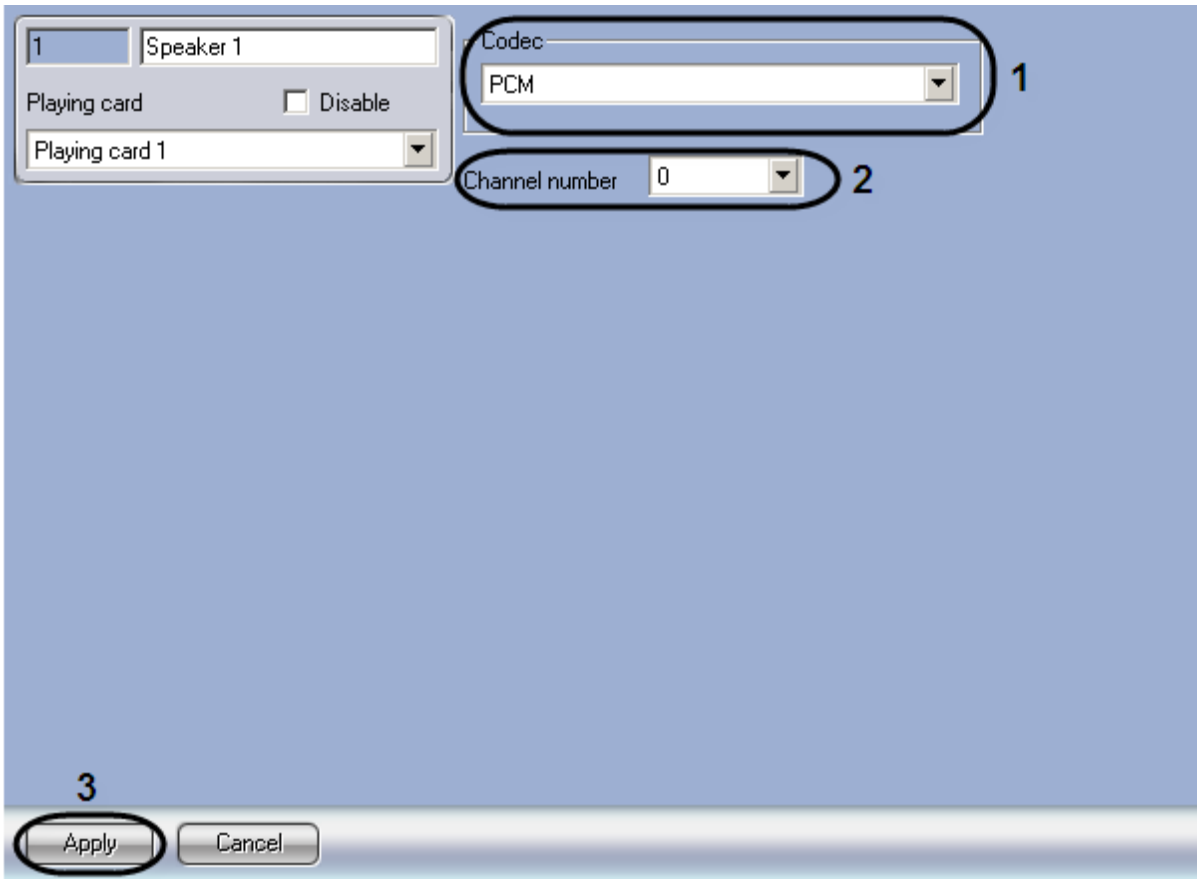

Figure 8.8-16. Setup of the «Speaker» object
1. Go to the setting panel of the "Speaker" object (Figure 8.8-16).
2. Select the coding format of reproductible audio signal in the “Codec” dropdown list (Figure 8.8-16, 1).
3. Select channel number of speaker connection in sound card from the list of the same name (Figure 8.8-16, 2).
4. To save the changes click the “Apply” button (Figure 8.8-16, 3).